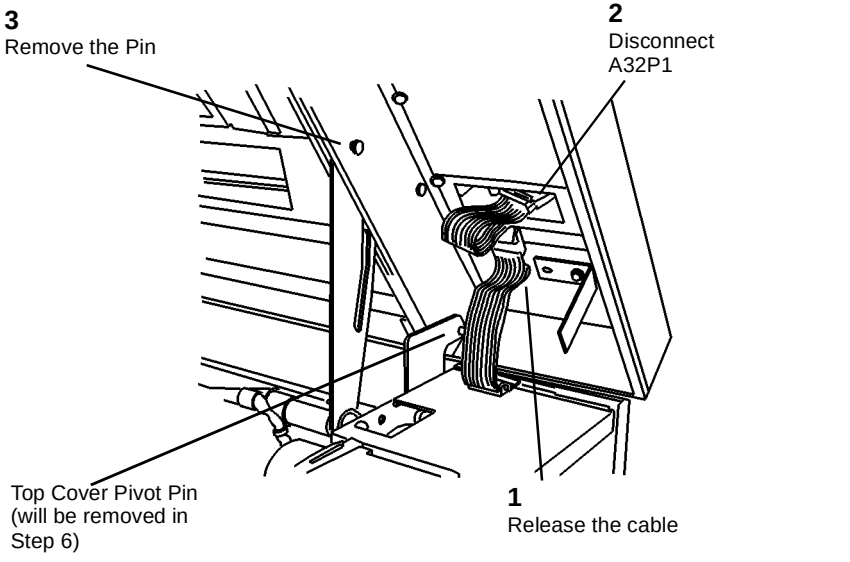

**Figure 1 Preparing to Remove the Top Cover (Front)**
5. (Figure 1): Prepare to remove the Top Cover (Front).
6. Close the Top Cover, open the Developer Module Cover, and remove the two pivot pins shown in Figure 1 andFigure 2.